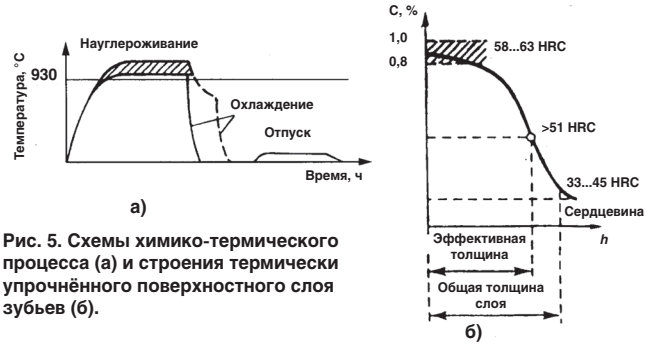

Рис. 5. Схемы химико-термического процесса (а) и строения термически упрочнённого поверхностного слоя зубьев (б).
Цементацию – насыщение поверхности углеродом при высоких температурах, применяют для зубчатых колёс из сталей с содержанием углерода 0,10–0,25%. Химико-термическую обработку большинства зубчатых колёс из низко- и среднелегированных сталей производят по схеме, приведённой на **рис. 5, а**. Температура насыщения составляет 930°С и более. По завершению науглероживания непосредственно с температуры цементации или после незначительного подстуживания (например, для сталей, содержащих менее 2% никеля – 20Х, 25ХГТ, 25ХГМ и др.) выполняют охлаждение (закалку).
2. Концентрация углерода на поверхности зубьев должна составлять в среднем 0,8–1,1% (**рис. 5, б**). Для зубчатых колёс, работающих при высоких контактных нагрузках и подвергающихся значительному износу, содержание углерода на поверхности зубьев целесообразно повысить, например, до 1,1–1,4%. В сердцевине зубьев содержание углерода должно соответствовать исходному значению (для большинства сталей 0,15–0,25%).